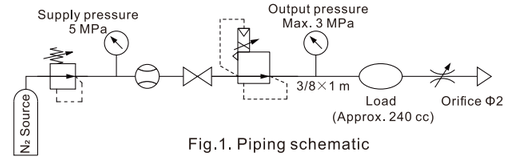

Fig.1. Piping schematic
*1) Characteristics shown above are based on the piping conditions of Fig. 1.